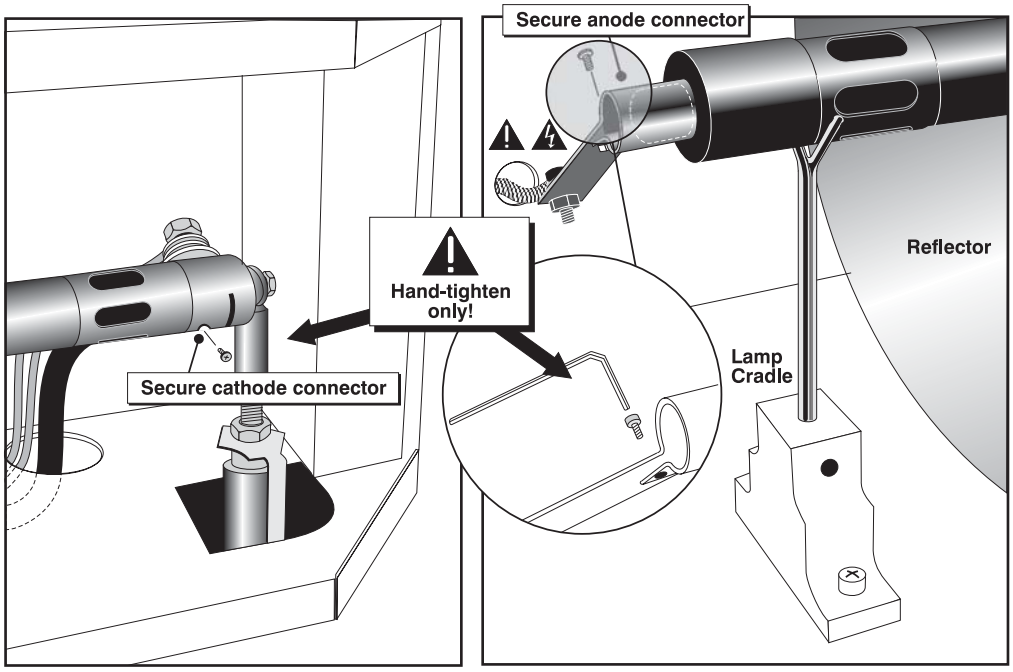

Figure 4.2. Secure bulb at cathode (–) and anode (+) connectors
6.1. Loosen set screws from negative/cathode (rear, 7/64”) and positive/anode (front, 3/16”) lamp connectors. These screws are shown in Figure 4.2. ***Make sure to apply minimal torque and DO NOT STRESS the quartz tube.***
8.3. Tighten set screws in both negative and positive lamp connectors (Figure 4.2).